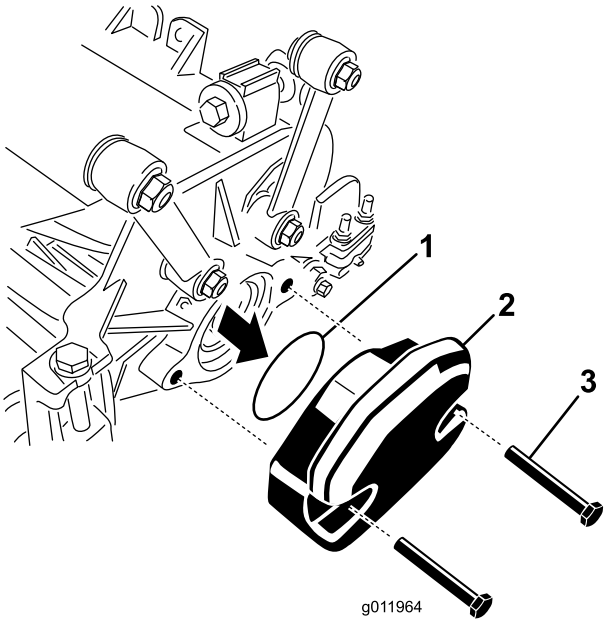

Figur 23
2. Fjern vektene og O-ringen (Figur 23) fra innsiden av den høyre klippeenheten.